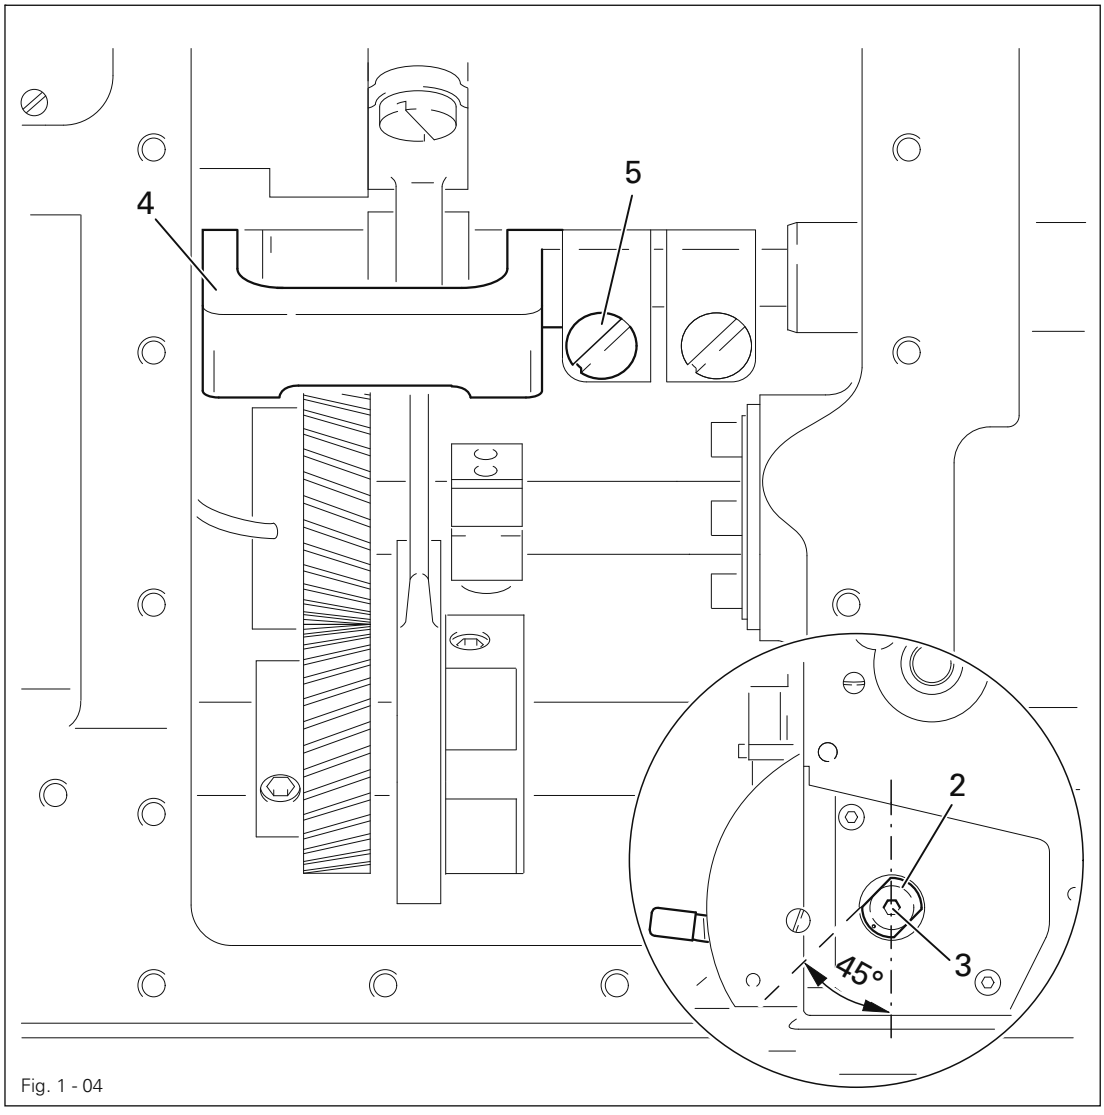

Fig. 1 - 04
- Loosen screw **1** (see **Fig. 1 - 03**).